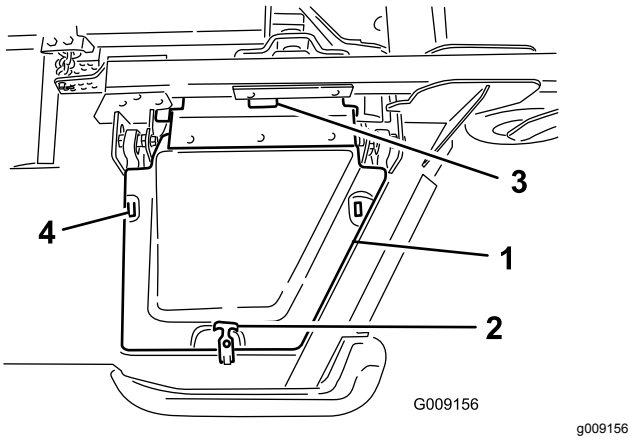

Bild 6
8. Montieren Sie die Flügelmähwerkabdeckung und befestigen sie mit dem abgenommenen Gummiverschluss (Bild 6).